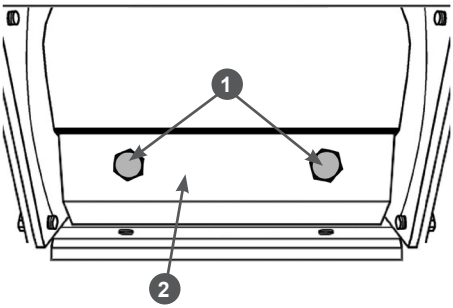

Рис. 27 Снятие ножей
3. С помощью ручного стартера двигателя медленно проверните барабан с ножами так, чтобы болты 1 крепления ножа 2 оказались максимально доступны (Рис. 27).